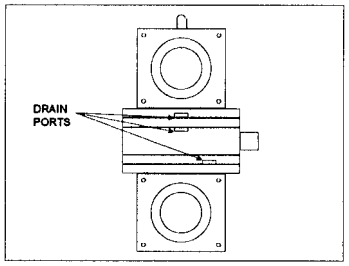

Figure 5-3
h. Inspect the emitter for excessive rust, cracks and bird's nests. Clean all 9 drain holes in the emitter (Figure 5-3).